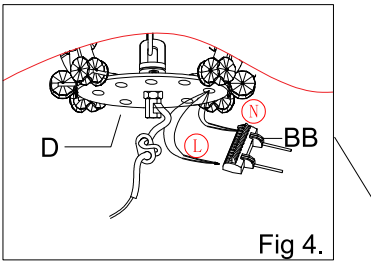

Fig 4.
Step 1: Pick 2 adjacent light wires at top plate (D), twist their live (L) leads together and insert into the red terminal of wire connector (BB), twist their neutral (N) leads together and insert into the blue terminal of wire connector (BB). Repeat for all remaining fixture wires. (Fig 4.)